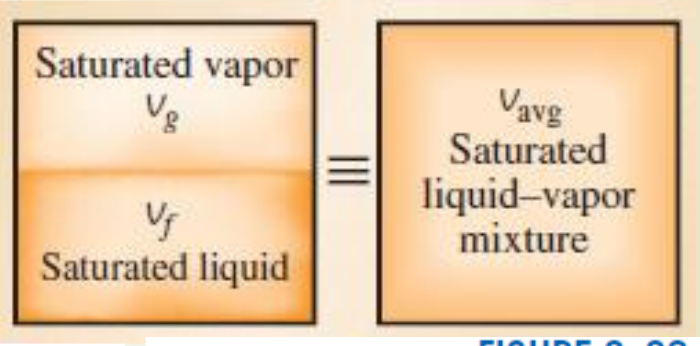

FIGURE 3–32
3.5 Property Tables (6)
- Based on this equation, quality can be related to the horizontal distances on a *P-v* or *T-v* diagram (Fig. 3–33).